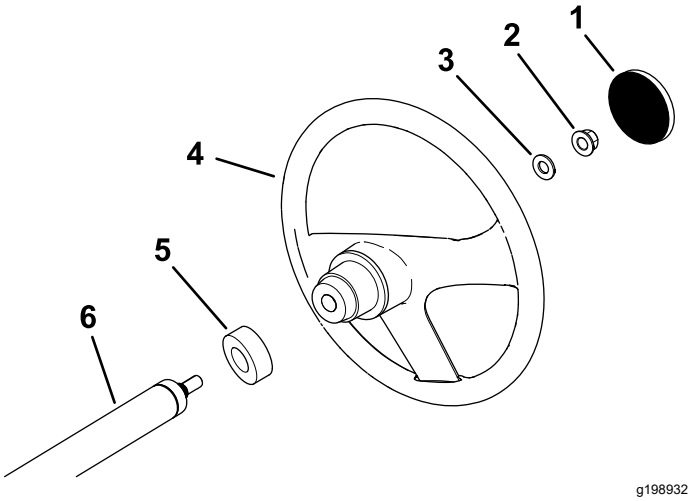

Figuur 3
1. Verwijder (indien aanwezig) de kap van de naaf van het stuurwiel (Figuur 3).
2. Verwijder de borgmoer (½") van de stuuras (Figuur 3).
3. Schuif het stuurwiel, de stofkap en de ring (1/2 inch) op de stuuras (Figuur 3).
5. Bevestig de kap op het stuurwiel (Figuur 3).